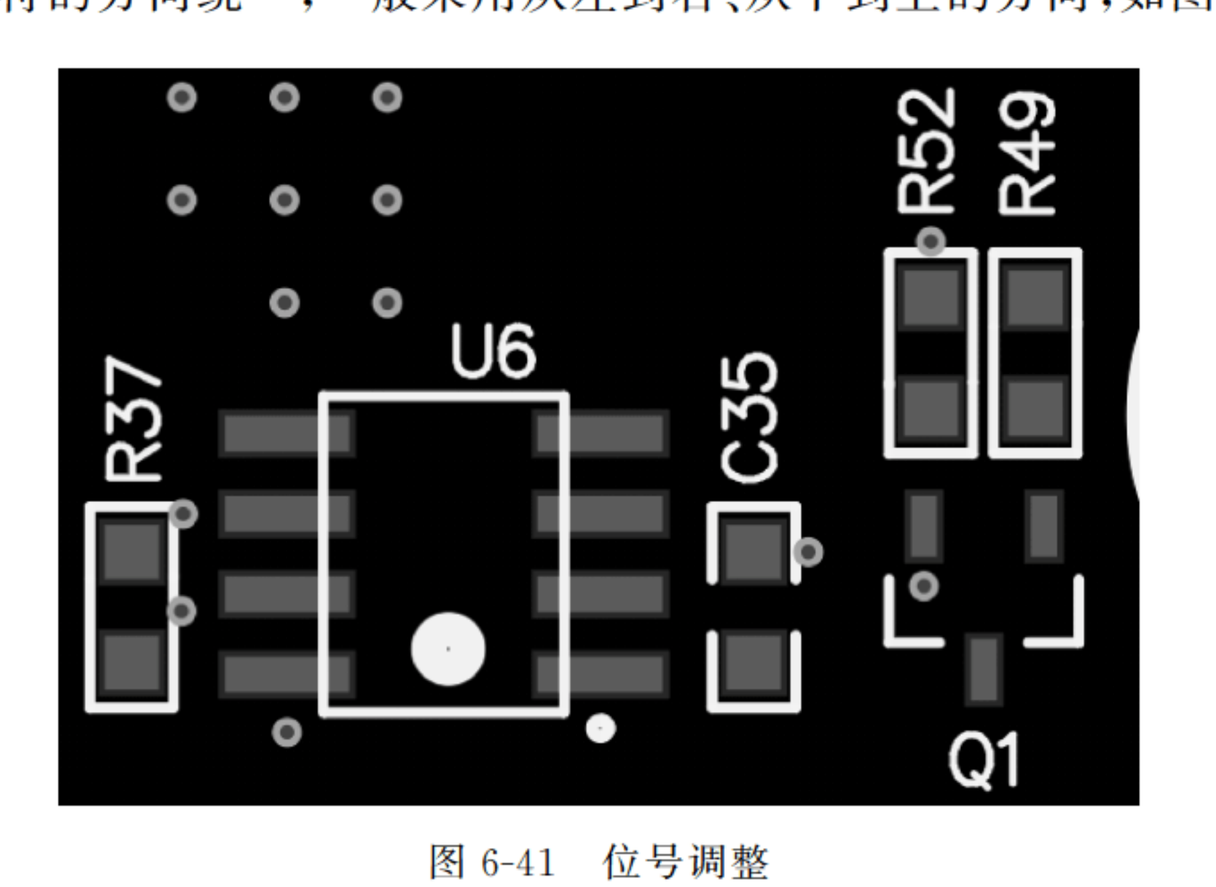

图 6-41　位号调整
(1) 焊盘、过孔不覆盖丝印。
(2) 保证字符的方向统一，一般采用从左到右、从下到上的方向，如图 6-41 所示。